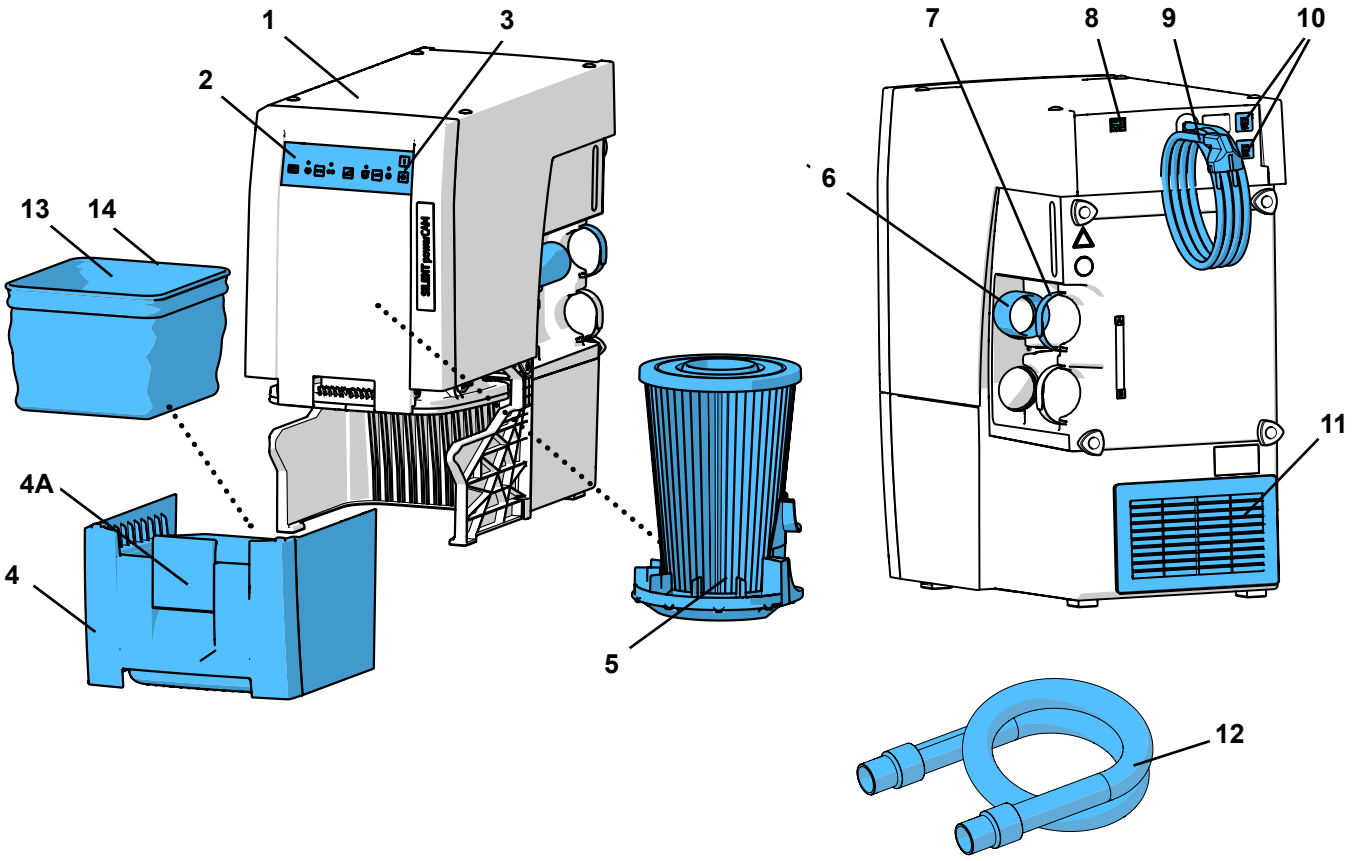

図1
- 集塵装置は、排気口(11, 図 1)を妨げないように、設置してください。
- キャビネットの後壁に開口部（B）を、排気口から直接の位置に250×120 mm以上のサイズで設けます(11、図1）。
⇒建物設置のコンセントに電源コード（9，図1）を差し込みます。